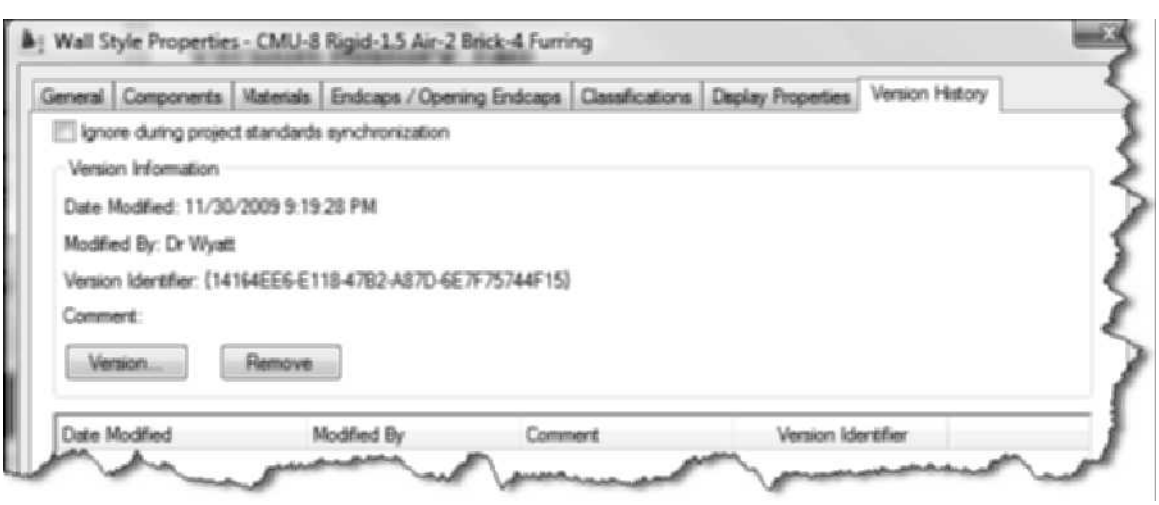

FIGURE 3.33 *Version History tab*
58. Choose Edit Style of the General panel of the ribbon. Choose the Version History tab. The Version History tab shown in Figure 3.33 lists the date-modified history of a style. This information is used during synchronization of a project to determine if the style matches a project standard. The synchronization of a project will be presented in Chapter 10.